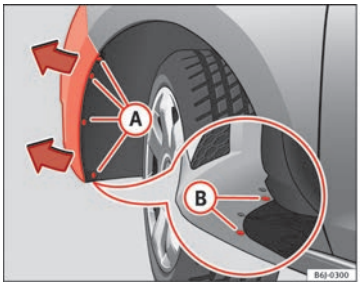

Fig. 163 Faro antiniebla: acceso al conector y al portalámparas
– Retire los 4 tornillos (A) ⇒ fig. 163 del interior del pasa rueda y los 2 tornillos inferiores (B) ⇒ fig. 163 del parachoques precisando para ello de un destornillador. ▶